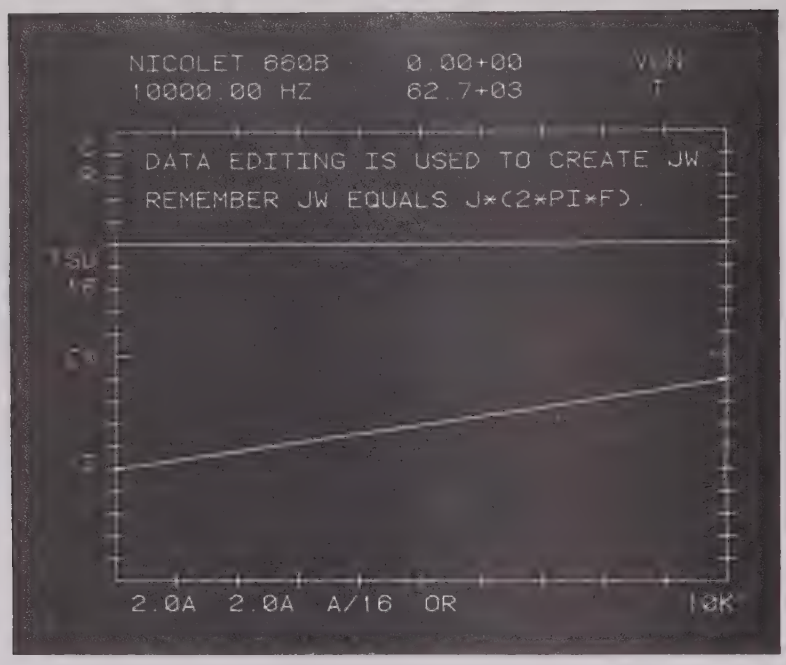

FIGURE C-1.
A. CREATE $j\omega$ AND STORE IN D BUFFER (Refer to Figure C-1).